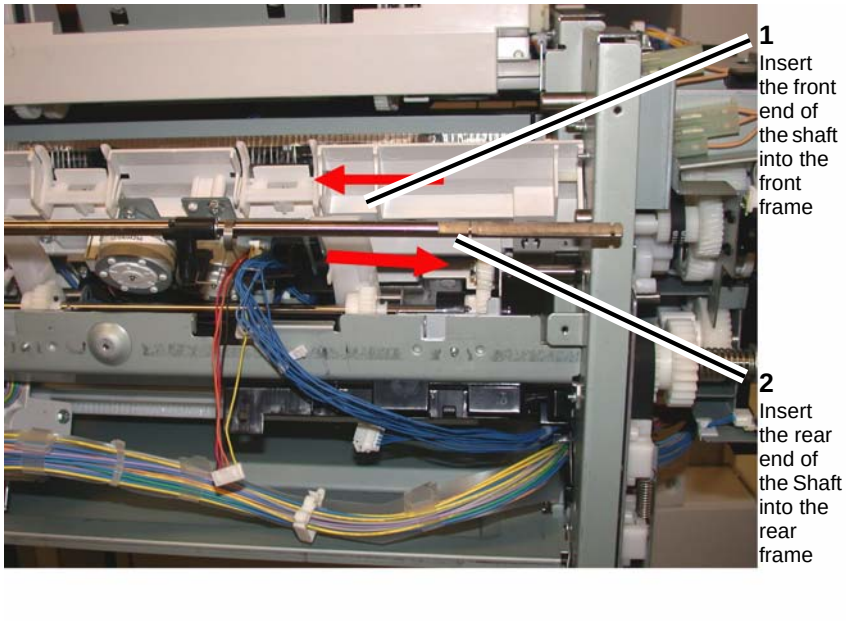

Figure 11 Installing the Set Clamp Shaft into position
3. Install the Set Clamp Shaft front end into the front frame (Figure 11).
4. Slide the Shaft toward the front until the rear end of the Shaft can be inserted into the rear frame (Figure 11).